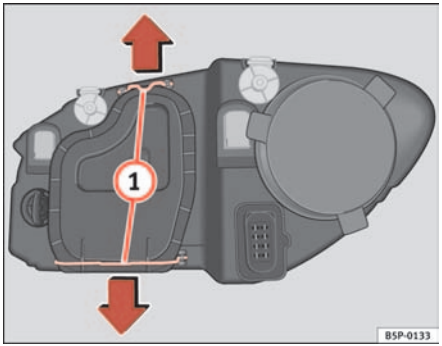

Fig. 175 Dipped head-lights
– Remove the loops ⇒ page 244, fig. 175 (1) in the direction of the arrow and remove the cover.